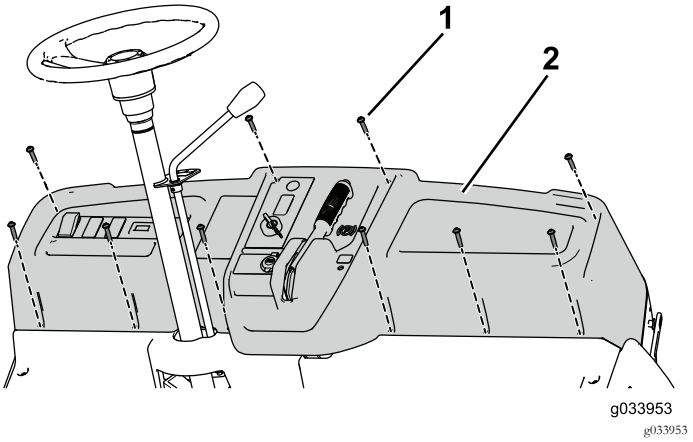

Figura 80
5. Utilice los 10 tornillos (¼" x 1¼") para sujetar el salpicadero a la máquina (Figura 80).